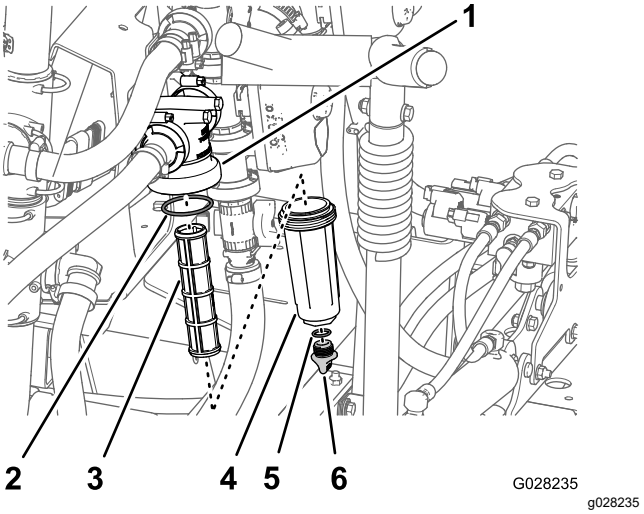

Figura 56
2. Coloque un recipiente de drenaje debajo del filtro de presión (Figura 56).
3. Gire el tapón de vaciado en sentido antihorario y retírelo de la cubeta del filtro de presión (Figura 56).
4. Enrosque la cubeta en sentido antihorario y retire la cabeza del filtro (Figura 56).
5. Retire el elemento del filtro de presión (Figura 56).
7. Inspeccione la junta del tapón de vaciado (situada dentro de la cubeta) y la junta de la cubeta (situada dentro de la cabeza del filtro) en busca de daños o desgaste (Figura 56).
8. Instale el elemento del filtro de presión en la cabeza del filtro (Figura 56).
9. Instale la cubeta en la cabeza del filtro, y apriétela a mano (Figura 56).
10. Coloque el tapón de vaciado en el acoplamiento inferior de la cubeta, y apriete el tapón a mano (Figura 56).